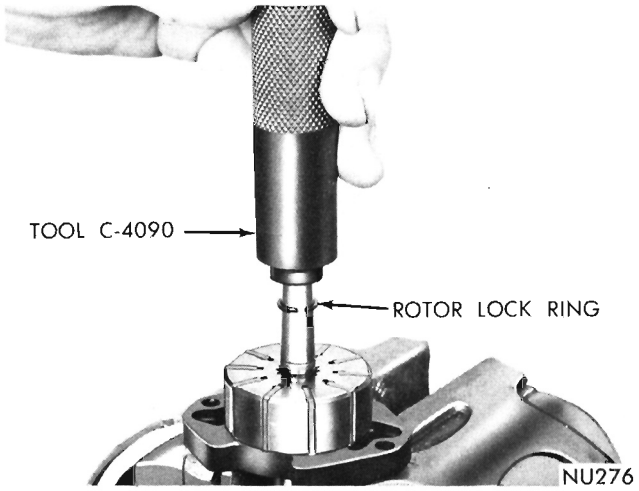

Fig. 14—Installing Rotor Lock Ring
(6) Slide rotor over splines with the counterbore of rotor facing **down.** Install rotor lock ring making sure ring is seated in groove (Fig. 14).